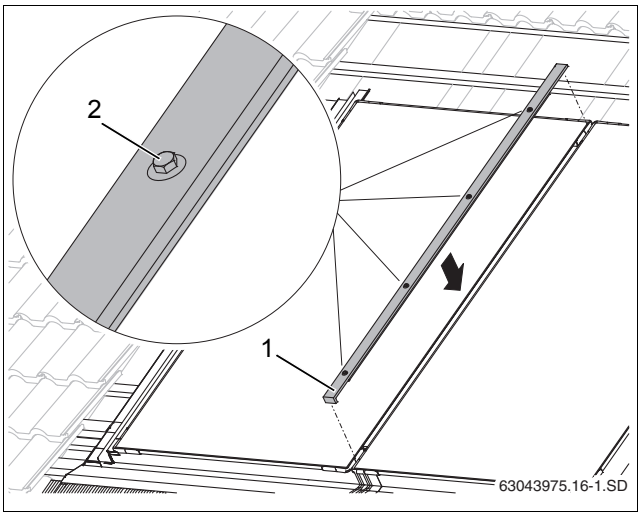

Рис. 50 Средняя накладная планка
- Вставьте накладную планку (рис. 50, [1]) отбортовкой вниз в промежуток между двумя коллекторами и выровняйте её.
- Начиная снизу, вручную затяните винты (рис. 50, [2]) ключом SW 8.